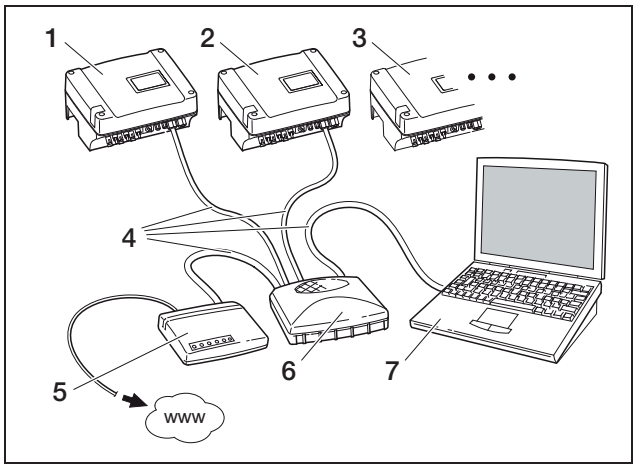

Abbildung 74: *Kommunikationsboard I: Netzwerkeinstellungen mit automatischer Netzwerkkonfiguration bei externem DSL-Router (◉ Auto-IP / DHCP, ☑ externer Router)*
- Die Option „Auto-IP / DHCP“ ist für die meisten Anwendungsfälle geeignet (Abbildung 74 bzw. 75).